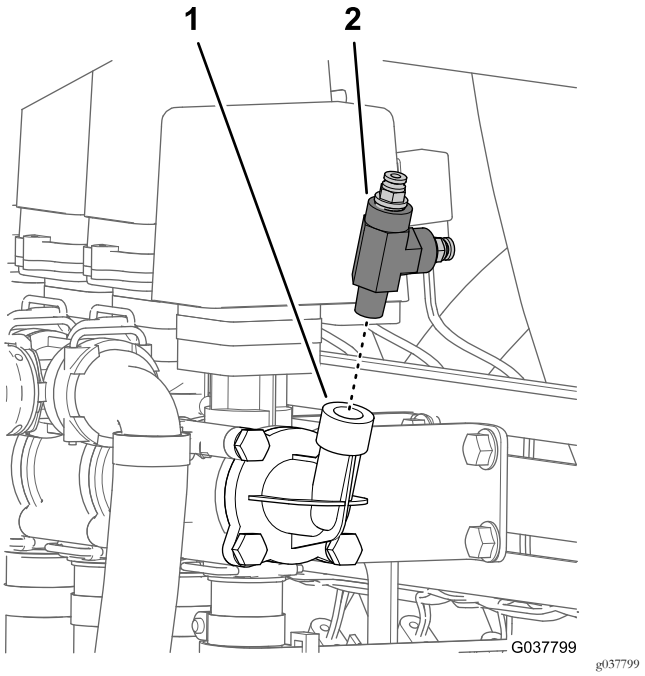

Figura 13
4. Retire el acoplamiento en T del conector del orificio de presión (Figura 13).